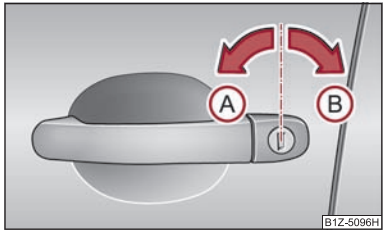

Fig. 24 Rotations de la clé pour déverrouiller et verrouiller
– Tournez la clé dans le cylindre de fermeture de la portière conducteur dans le sens de déplacement (position de déverrouillage) (A) ⇒ fig. 24.
– Tournez la clé dans le cylindre de fermeture de la portière conducteur dans le sens contraire du déplacement (position de verrouillage) (B) ⇒ fig. 24.